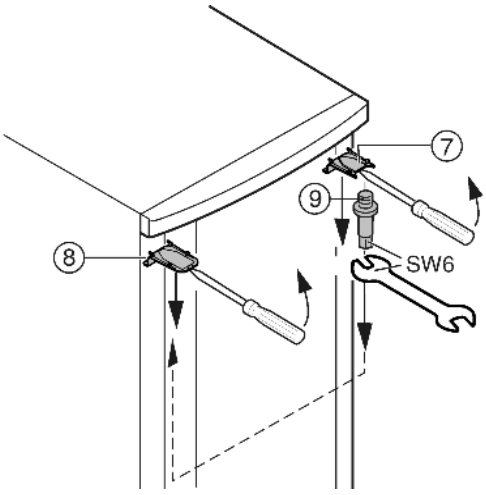

Fig. 8
▶ At the top, use a screwdriver to unclip cover *Fig. 8 (7)* and cover *Fig. 8 (8)* at the front, and remove by pulling out and down.
▶ Unscrew the bearing pin *Fig. 8 (9)* and screw it firmly into place on the opposite side **(with 4 Nm)**.
▶ Refit the cover *Fig. 8 (7)* on the side of the bearing pin: insert at the back, snap in at the front.
▶ Fit the cover *Fig. 8 (8)* on the opposite side: insert at the back, snap in at the front.
▶ Hang the door on the bearing pin *Fig. 8 (9)* at the top.